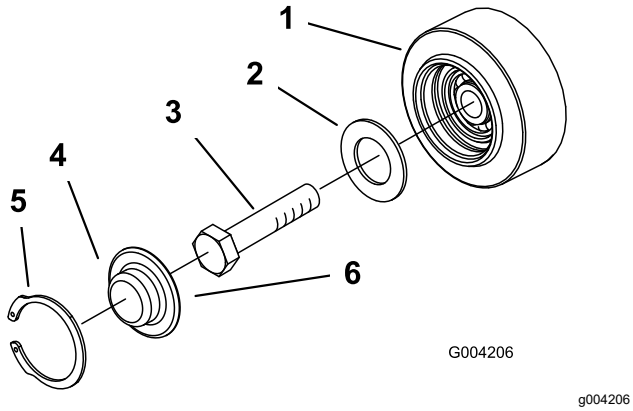

Figuur 51
3. Verwijder de snapring en dop van een wegwiel (Figuur 51).
4. Controleer het smeervet onder de dop en rond de pakking (Figuur 51). Als er geen vet is of als het vet vuil of zanderig is, verwijder dan al het vet, vervang de pakking en breng nieuw smeervet aan.